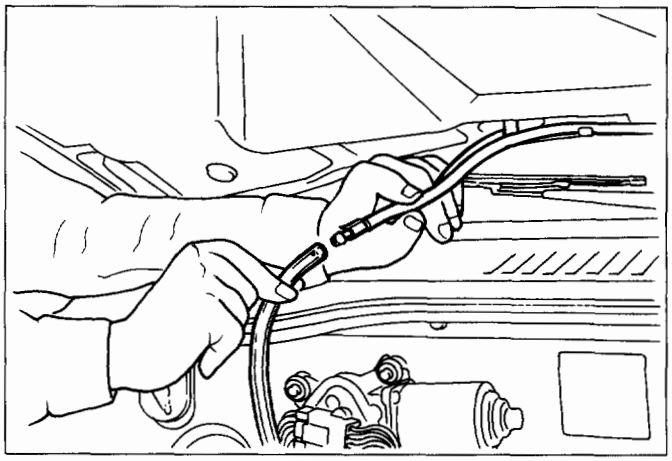

Fig. 2C-2
1. **Windowshield washer nozzle tube (Fig. 2C-2)**
2. **Hood hinge bolts (Fig. 2C-2)**